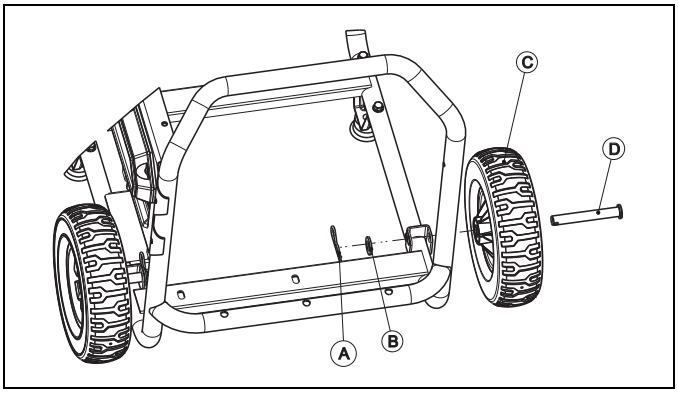

Figura 2-1. Conjunto de rueda
1. Instale las ruedas como sigue (Figura 2-1):